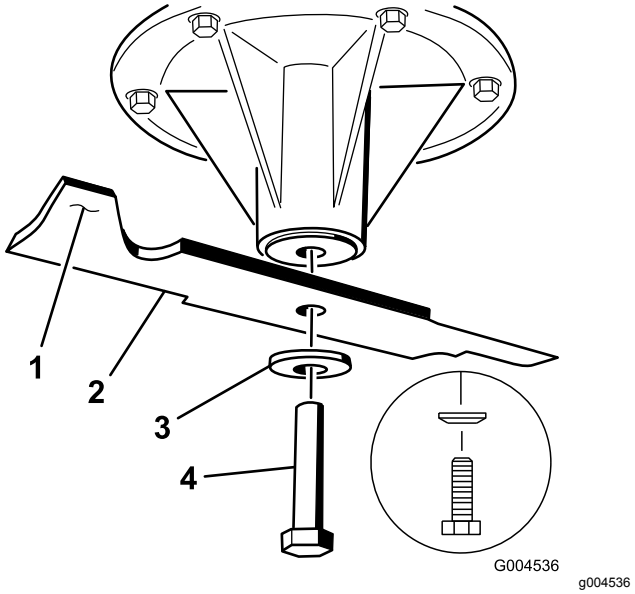
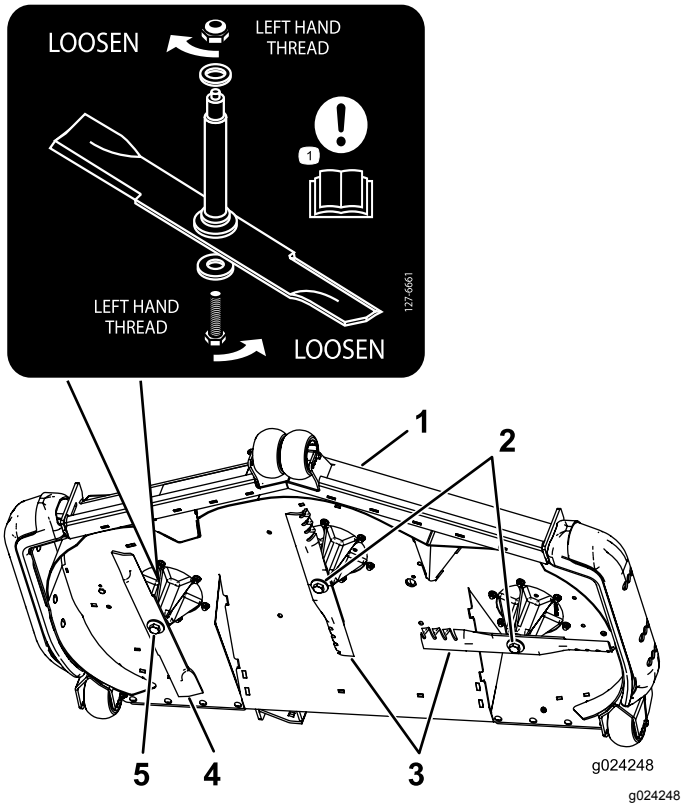

Figur 95
Figur 96
***Viktigt:* Den högra kniven på det här klippdäcket roterar moturs och har en vänstergängad knivskruv. Använd Figur 96 för rätt placering av gräsklipparknivarna.**
1. Montera den vänstra kniven och mittkniven, de böjda brickorna samt knivskruvarna på spindelaxlarna (Figur 95 och Figur 96).
Obs: Montera den böjda brickans kon mot bultens huvud (Figur 95).
2. Montera den högra kniven, den böjda brickan samt knivskruven (den vänstergängade skruven) på spindelaxeln (Figur 95 och Figur 96).